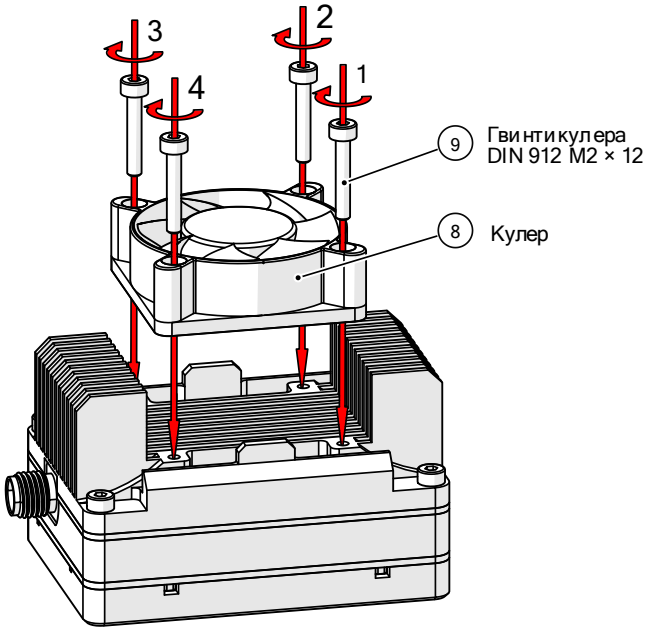

Рисунок 8
4.9. Встановити кулер (Рисунок 8). Гвинти закрутити як вказано у **4.8**.